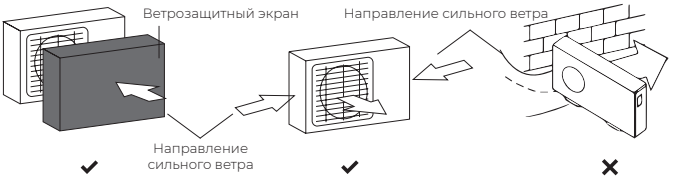

Рис. 1
- Если здание расположено в местах, где бывают сильные ветра (например, вблизи берега моря), блок необходимо установить на стене так, чтобы она защищала его от ветра. При необходимости, используйте ветрозащитный экран. (См. рис. 1)